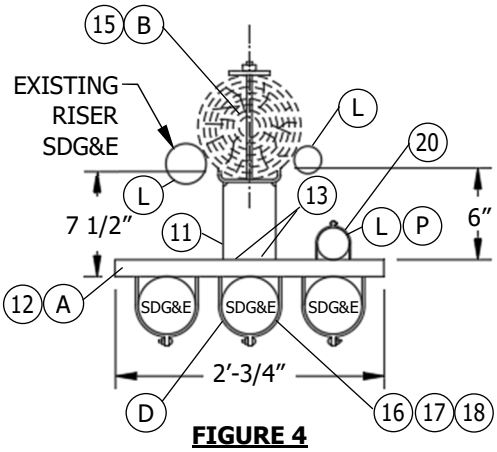

FIGURE 4
(J) USE FIGURE 4 WHEN ADDING A RISER(S) TO AN EXISTING SDG&E RISER POLE. AN EXISTING SINGLE SDG&E RISER WOULD REMAIN ON THE POLE UNLESS IT IS CREATING A G.O. 95 INFRACTION. IF AN INFRACTION EXISTS, MOVE THE EXISTING RISER TO THE LADDER ARM BRACKET.